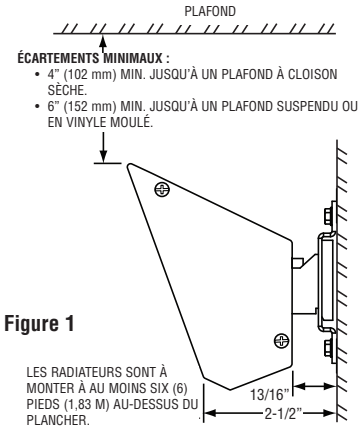
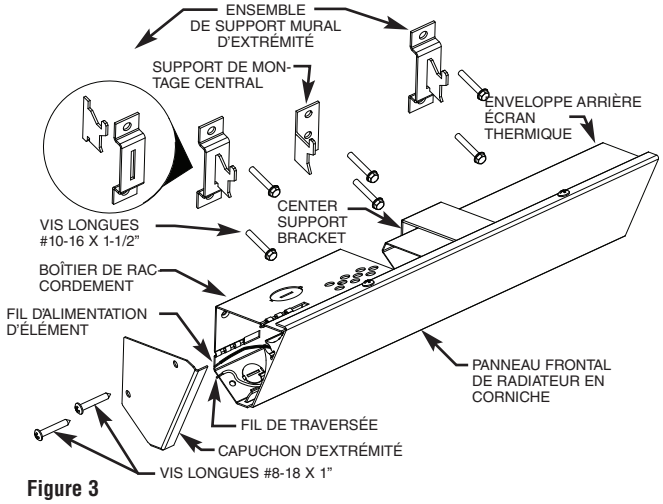

**Figure 1**
**Figure 3**
7. Les écartements minimaux qui suivent doivent être respectés (voyez les Figures 1 et 4) :
1. Sélectionnez la distance de montage correcte depuis le matériau de plafond à la Figure 1. En utilisant le Tableau 1 déterminez la distance de centre à centre des supports muraux d'extrémités pour le modèle (puissance) concerné par le montage. Divisez cette valeur par 2 pour déterminer l'emplacement approprié où sera monté le support mural central. Marquez discrètement ces emplacements sur le mur qui sera porteur. Localisez un poteau mural au plus près du marquage de support mural central. Utilisez ce poteau comme emplacement pour le support (en négligeant le marquage d'origine porté précédemment). Assemblez les supports muraux d'extrémités comme c'est montré en montré en Figure 3.
7. Fixez les capuchons d'extrémité (qui se trouvent dans le sac de pièces) comme c'est montré en Figure 3.